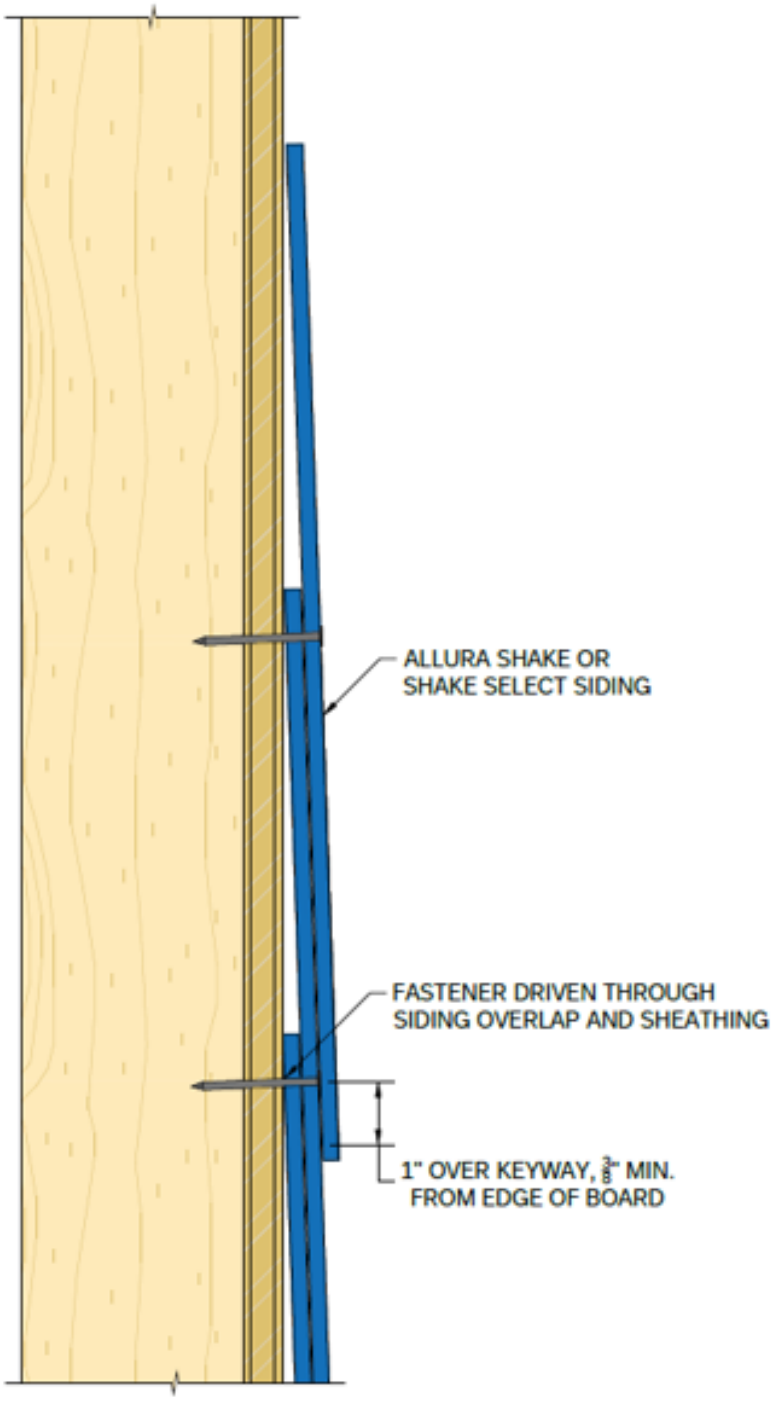

Figure 8 – Allura® and TerraPlank™ Shake and Allura® Shake Select General Installation
2. See Figures 8 and 9.
6. V = Basic design wind speed (mph) per ASCE 7-22 or 2024 IBC Figures 1609.3(1) through 1609.3(4).